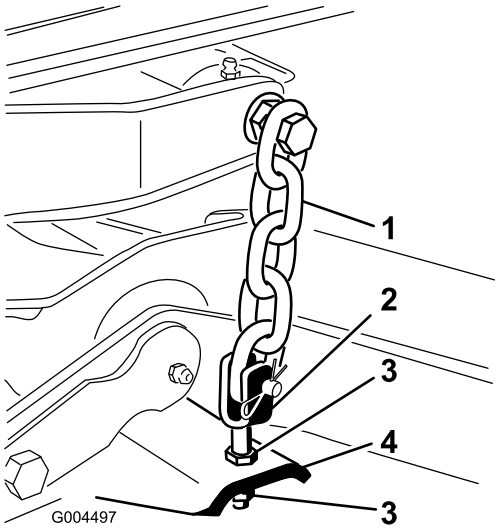

**Figur 65**
7. Hæv skjoldets bagende ved at justere kontramøtrikkerne, der fastgør de bageste skjoldgafler/-kæder, således at knivhældningen indstilles på 8 mm (Figur 65).